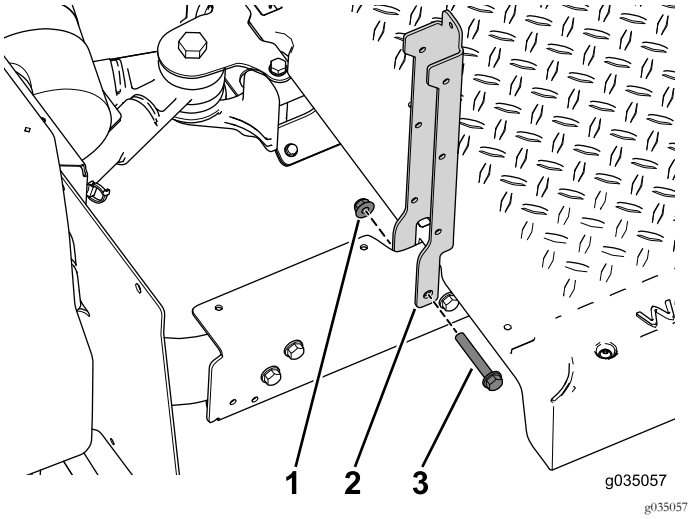

Figura 38
2. Utilize os dois parafusos (3/8" x 2½") e porcas flangeadas para prender os suportes do banco à secção traseira da máquina (Figura 38).